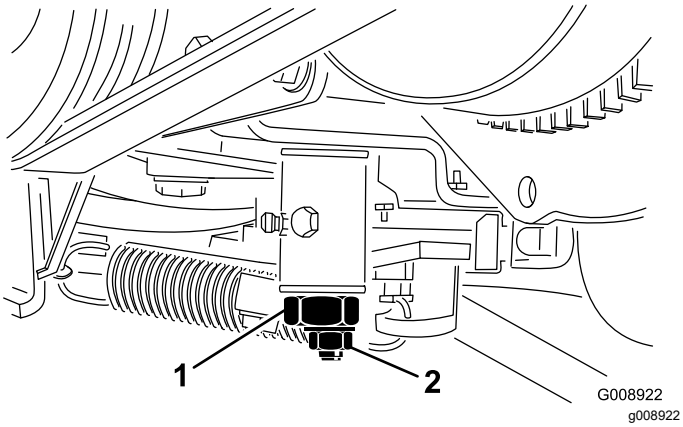

Figuur 59
3. Draai de borgmoer op de afstelnok van de tractie los (Figuur 59).